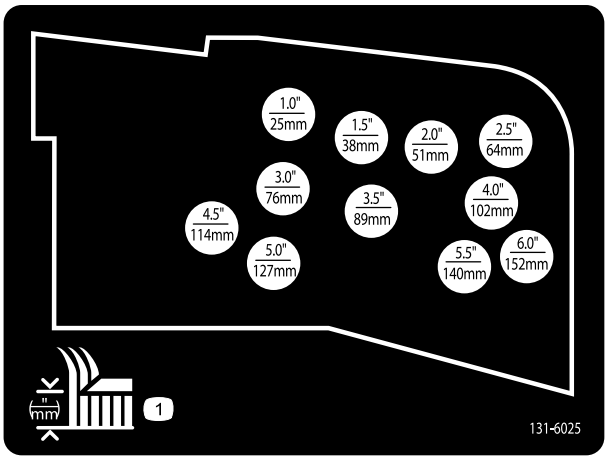

**Figur 36**
10. Montera klipphöjdskedjorna i önskat klipphöjdshål med hjälp av sprintbulten och hårnålssprinten (Figur 36).